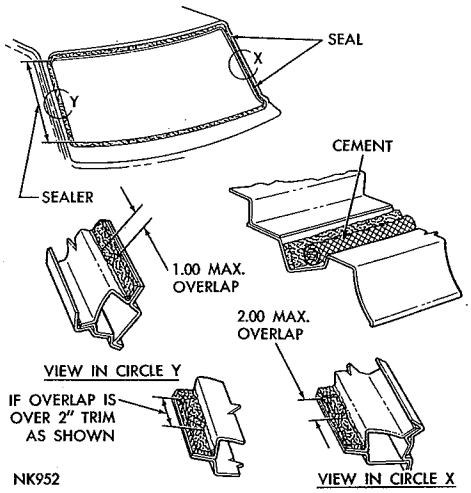

*Fig. 10—Windshield Seals and Sealers (Fury)*
(1) Apply a ¼ inch bead of sealer down both windshield side frames to upper end of lower corners (Fig. 10).
(2) Apply polyethylene seal, if removed, to windshield opening fence starting at lower fence center, up left side, across top to center of fence and above sealer applied in step 1.
(3) Pressurize seal to fence with hand pressure.
(4) Apply opposite seal starting with a butt joint at lower fence.
(5) When seal is completely installed, seal should overlap at right hand side by one inch (maximum).
(6) If overlap is greater than two inches, trim off excess squarely (Fig. 10).
(7) Hand pressurize seals to eliminate all wrinkles or puckers.
(8) Apply a ⅜ inch bead of cement across cowl top panel at bottom of upstanding flange of windshield opening.